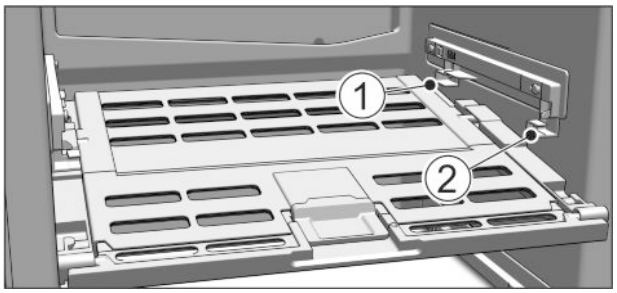

Fig. 48
▶ Установка крышки отделения с функцией для хранения овощей и фруктов Fruit & Vegetable-Safe: Вставить поперечные ребра крышки через низ в задний держатель *Fig. 48 (1)* и защелкнуть спереди на держателе *Fig. 48 (2)*.